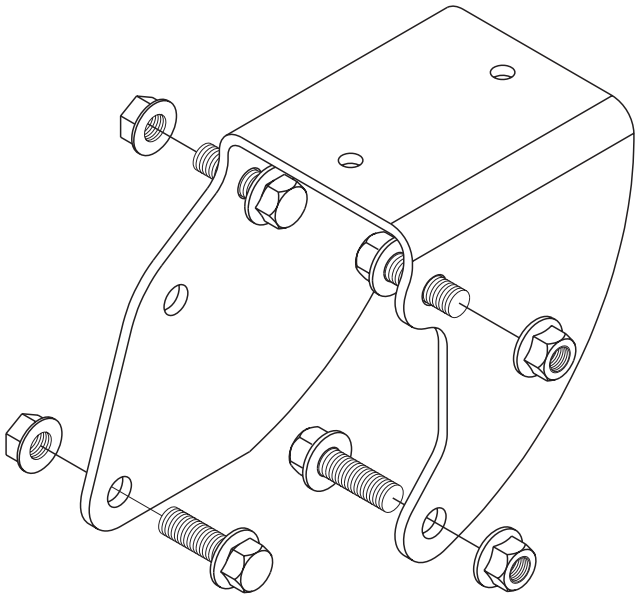
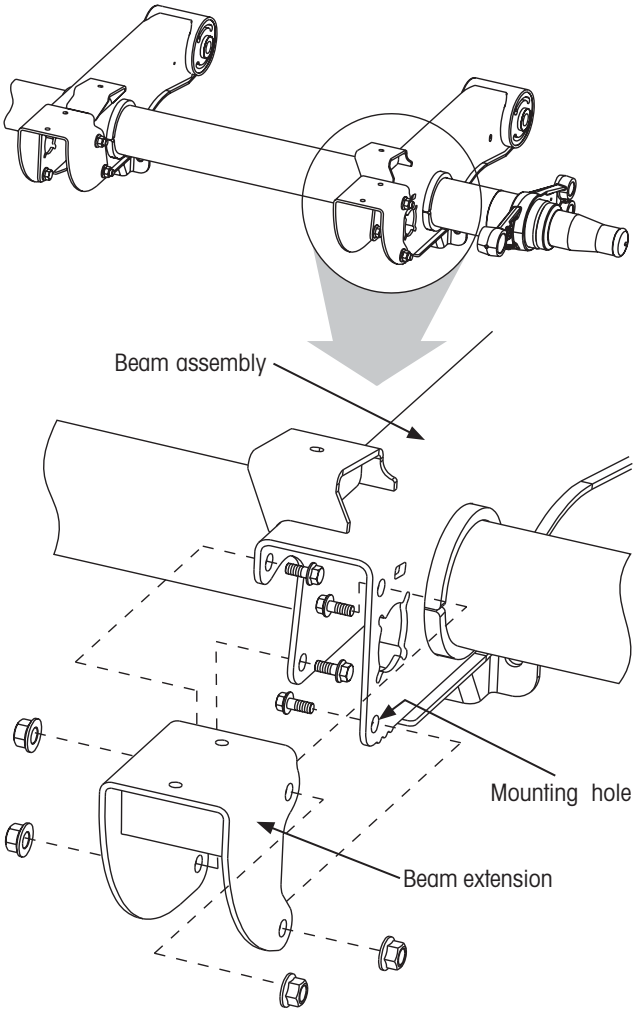

Figure 74: Bolt-on rear beam extensions
Figure 75: Beam extension installation for HKAT 46K (HKA200), HKAT 50K (HKA250), HKAT 69K23 and HKAT 69K25
1. **Slide** a beam extension over the end of the rear suspension beam as shown in Figure 75.
3. **Install** the four $^5/_8$-inch nuts and bolts, provided with the kit, so the hex heads are on the inside of the beam assembly (Figure 74 and Figure 75) and the nuts are on the outside.